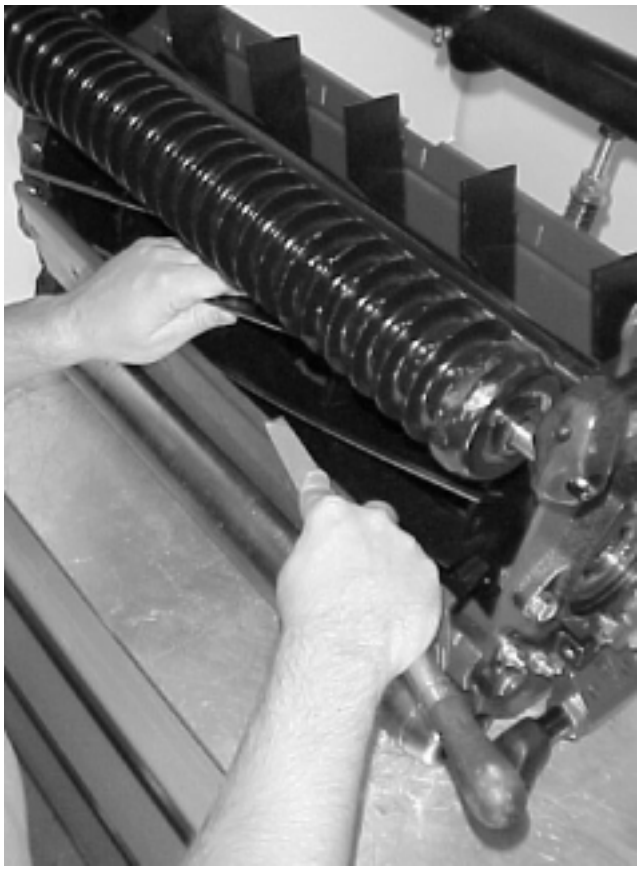

Figure 68
12. When the cuttig unit is adequately sharpened, a burr will form on the front edge of the knife. Using a file, carefully remove the burr without dulling the cutting edge (Fig. 68).